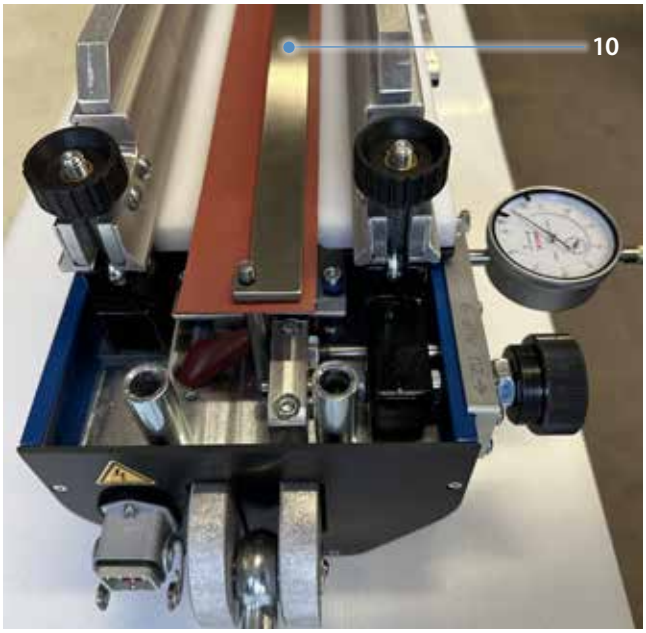

Abb. 4.2.4
- Einrichthilfe, (siehe Abb. 4.2.4)
8. Zum Einrichten des ersten Bandendes die Einrichthilfe (10) verwenden. Die Einrichthilfe mittels der Lochungen gemäß Abbildung positionieren. (Abb. 4.2.4)